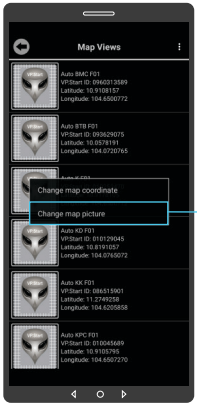

Fig. 55
- ដើម្បីផ្លាស់រូបភាព ត្រូវចុចលើ VP.Start ID ឲ្យជាប់ ដូចក្នុង Fig. 55 រហូតចេញផ្ទៃព័ត៌មាន ។